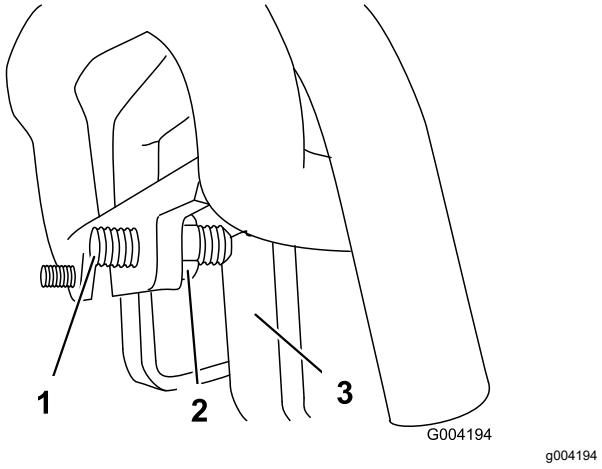

Figuur 59
3. Als de tractie-eenheid naar **links** afwijkt, draai dan de **rechter** contramoer los en stel de stelschroef op de voorzijde van de tractiebediening af (Figuur 59).
4. Als de tractie-eenheid naar **rechts** afwijkt, draai dan de **linker** contramoer los en stel de stelschroef op de voorzijde van de tractiebediening af (Figuur 59).